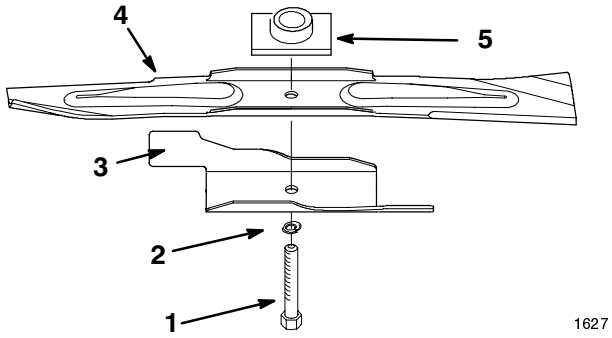

**Figure 20**
2. Remove the blade bolt, the lock washer, the blade accelerator, and the blade (Fig. 20).
1. Position the blade onto the spindle and the blade driver, with the curved blade tips pointing toward the lawn mower and the blade driver nesting in the recess of the blade (Fig. 20).
2. Install the accelerator, the lock washer, and the blade bolt (Fig. 20).